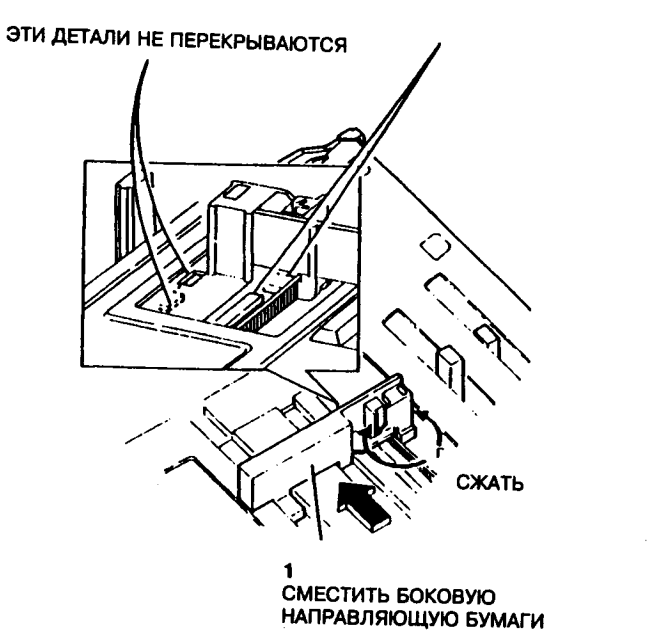

Рис.1 Боковая направляющая бумаги
3. Сдвинуть боковую направляющую бумаги в положение, показанное на рис.1.